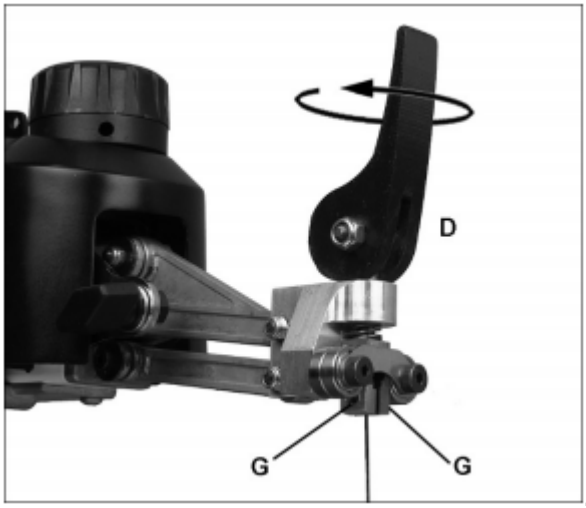

Рис. 16
– Натяжение пилки можно увеличить путем поворота рукоятки (D, Рис. 16) на один оборот по часовой стрелке.
Сначала проверьте, что установочные винты (G, Рис. 16) выступают в зону зажима на одинаковое расстояние. При необходимости отрегулируйте.